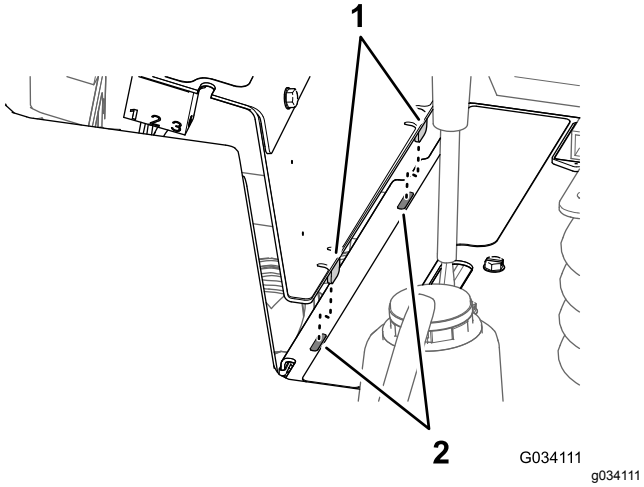

Figuur 56
2. Lijn de 2 nokken aan de onderkant van het zijpaneel uit met de 2 sleuven in het frame voor het bedieningspaneel (Figuur 56).